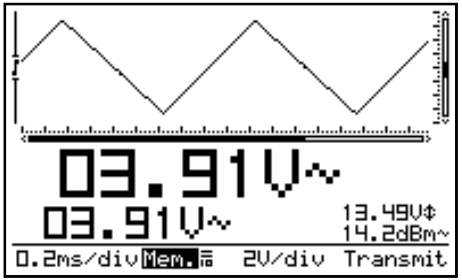

Fig 53
„**Transmit**" **(2)** is displayed briefly during the file transmit. **(Fig.53)**
„**Transmit**" **(2)** zal tijdelijk verschijnen tijdens het doorsturen van het bestand. **(Fig.53)**
"Transmit" (2) s'affiche brièvement pendant la transmission du fichier. **(Fig.53)**
„Transmit" (1) erscheint zeitlich während des Sendens vom Bestand. **(Abb. 53)**